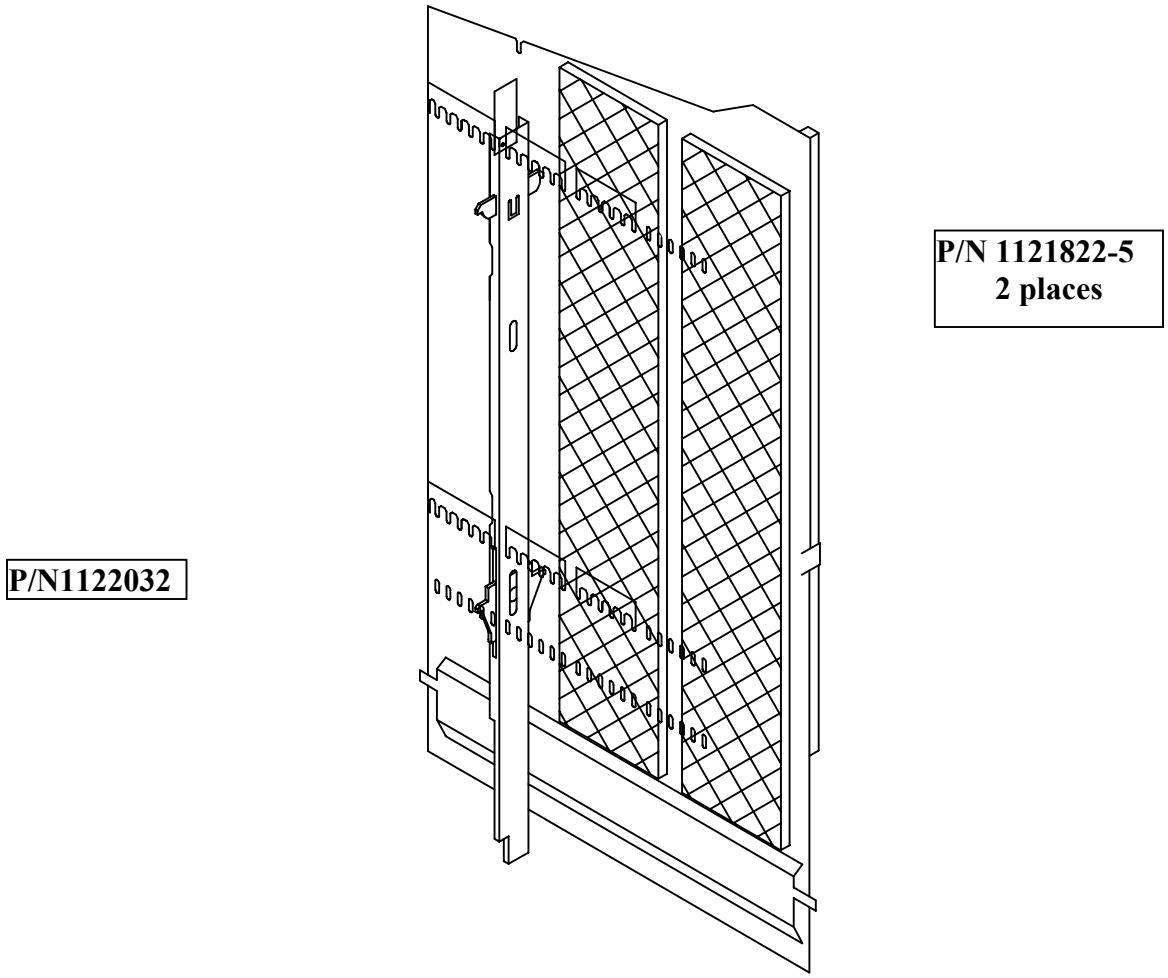

Figure 1
***Install magnetic column spacers into right side of partition above product side spacer (See Figure 1 for installation detail)**
Installation (see Figure 1)
Locate pads as shown in Figure 1 above the .27 product side spacer (P/N1122032)